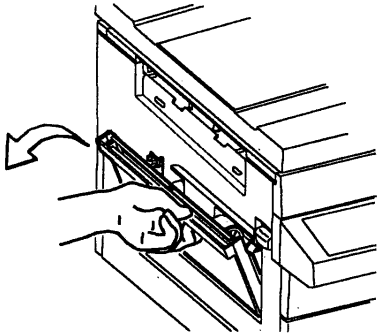

Рис. 1. Открытие обходного лотка.
3. Откройте обходной лоток (Рис. 1).